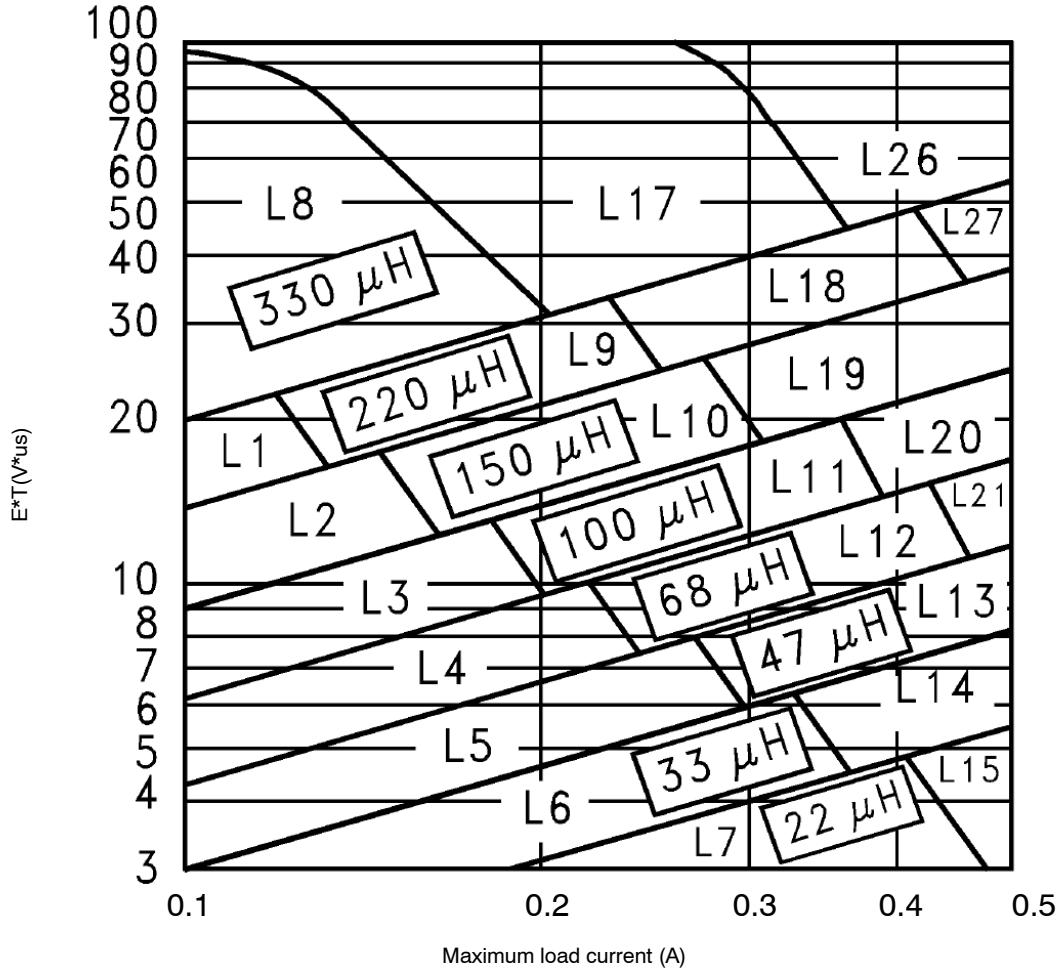

**Figure 19. Inductor Value Selection Guides (For Continuous Mode Operation)**
| **4. Inductor Selection (L1)****A.** Use the following formula to calculate the inductor Volt x microsecond [V x μs] constant:$E \times T = \left(V_{IN} - V_{OUT} - V_{SAT}\right) \times \frac{V_{OUT} + V_D}{V_{IN} - V_{SAT} + V_D} \times \frac{1000}{150\ kHz} (V \times \mu s)$**B.** Match the calculated E x T value with the corresponding number on the vertical axis of the Inductor Value Selection Guide shown in Figure 19. This E x T constant is a measure of the energy handling capability of an inductor and is dependent upon the type of core, the core area, the number of turns, and the duty cycle.**C.** Next step is to identify the inductance region intersected by the E x T value and the maximum load current value on the horizontal axis shown in Figure 19.**D.** Select an appropriate inductor from Table 3.The inductor chosen must be rated for a switching frequency of 150 kHz and for a current rating of 1.15 x $I_{Load}$. The inductor current rating can also be determined by calculating the inductor peak current:$I_{p(max)} = I_{Load(max)} + \frac{\left(V_{in} - V_{out}\right) t_{on}}{2L}$where $t_{on}$ is the "on" time of the power switch and$t_{on} = \frac{V_{out}}{V_{in}} \times \frac{1.0}{f_{osc}}$ | **4. Inductor Selection (L1)****A.** Calculate E x T [V x μs] constant:$E \times T = (12 - 5 - 1.0) \times \frac{5 + 0.5}{12 - 1 + 0.5} \times \frac{1000}{150\ kHz} (V \times \mu s)$$E \times T = (6) \times \frac{5.5}{11.5} \times 6.7 (V \times \mu s)$**B.** E x T = 19.2 [V x μs]**C.** $I_{Load(max)}$ = 0.5 AInductance Region = L20**D.** Proper inductor value = 100 μHChoose the inductor from Table 3. |
To simplify the inductor selection process, an inductor selection guide for the LM2594 regulator was added to this data sheet (Figure 19). This guide assumes that the regulator is operating in the continuous mode, and selects an inductor that will allow a peak−to−peak inductor ripple current to be a certain percentage of the maximum design load current. This percentage is allowed to change as different design load currents are selected. For light loads (less than approximately 300 mA) it may be desirable to operate the regulator in the discontinuous mode, because the inductor value and size can be kept relatively low. Consequently, the percentage of inductor peak−to−peak current increases. This discontinuous mode of operation is perfectly acceptable for this type of switching converter. Any buck regulator will be forced to enter discontinuous mode if the load current is light enough.